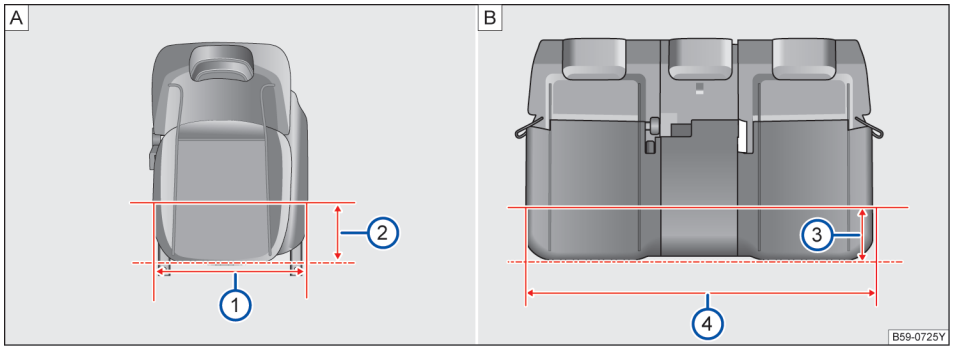

图 90 座椅座宽
如图→ 图 90 A 在距离前排座椅边缘 200mm 时→ 图 90 A ②，前排座椅座垫宽度为 498mm→ 图 90 A ①。
如图→ 图 90 B 在距离后排座椅边缘 200mm 时→ 图 90 B ③，后排座椅座垫宽度为 1200mm→ 图 90 B ④。 ◁